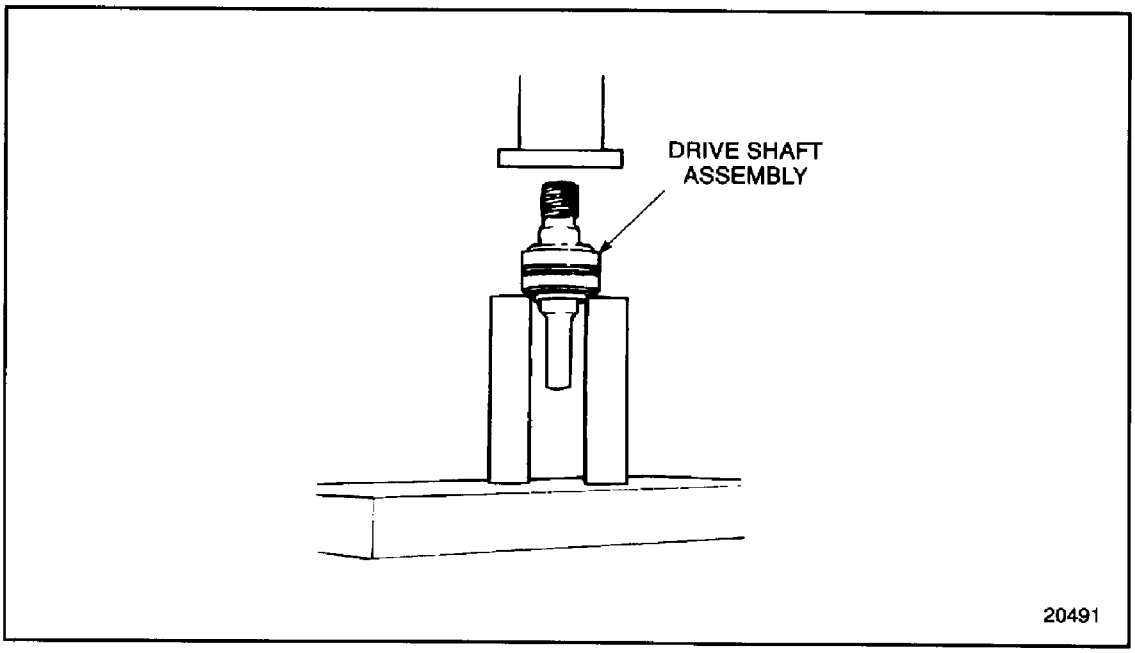

Figure 4-41 Removing Bearing Assemblies (FM)
9. Support the drive shaft assembly on two steel blocks, at the bearing inner race. See Figure 4-41.